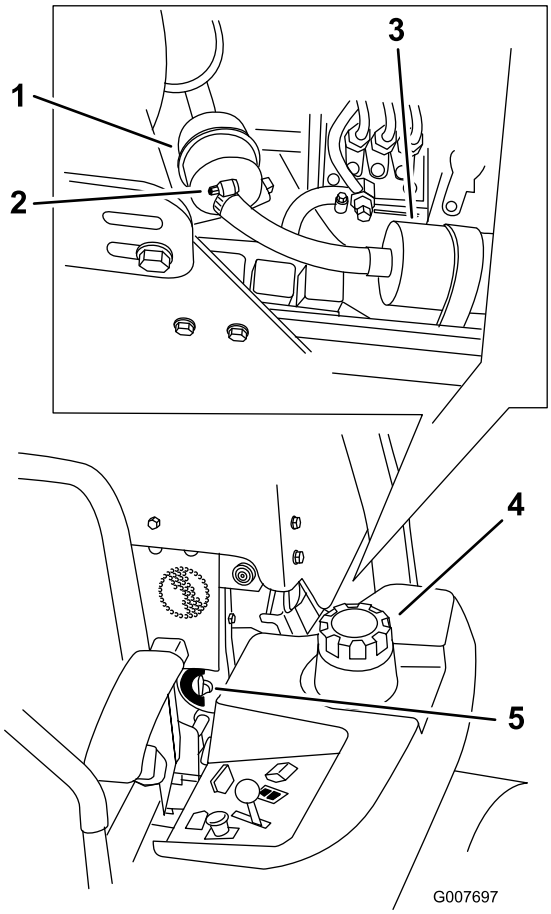

Figur 52
4. Stäng bränslekranen (Figur 52).
5. Lossa de två slangklämmorna och koppla loss bränsleslangarna från bränslefiltret (Figur 52).
6. Montera ett nytt filter. Koppla bränsleslangarna till bränslefiltret och montera slangklämmorna (Figur 52).